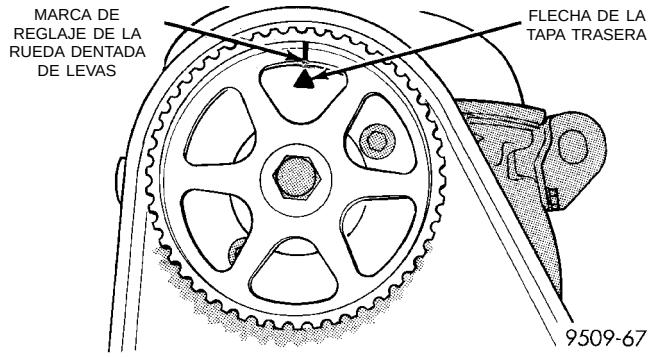

Fig. 42 Marcas de reglaje del árbol de leva
- Verifique la marca de reglaje en la rueda dentada del árbol de levas. La marca deberá estar en línea con la flecha de la tapa trasera de la correa (Fig. 42).